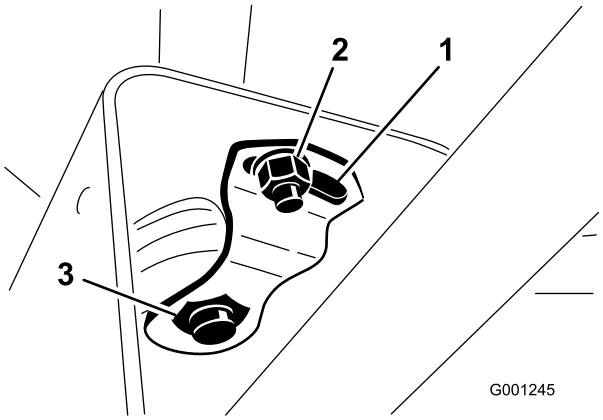

Figur 33
2. Skub kappen op ad ratakslen for at blotlægge drejebeslaget (Figur 33).
3. Løsn den lille møtrik, og drej drejebeslaget, indtil det spænder den store møtrik nedenunder (Figur 33).